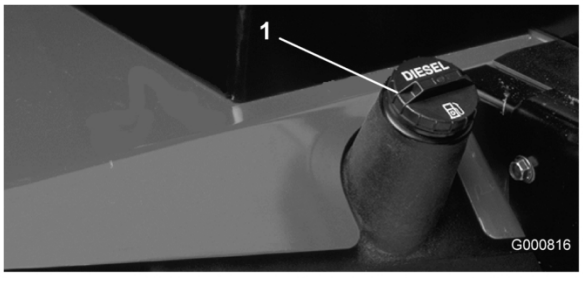

Figura 21
1. Rimuovete il tappo dal serbatoio del carburante (Figura 21).